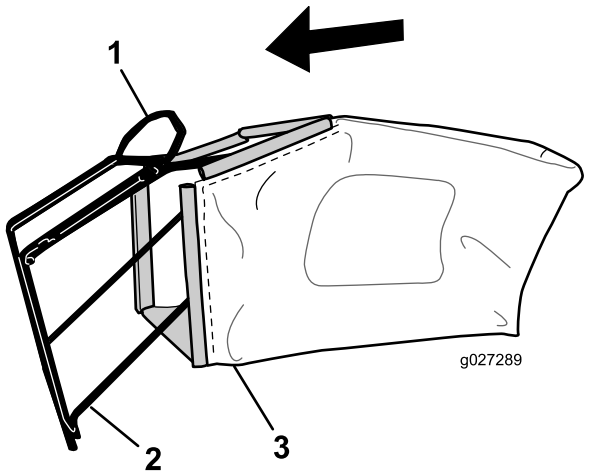

Rysunek 7
1. Nałóż worek na trawę wokół ramy w sposób pokazany na Rysunek 7
Informacja: Nie nakładaj worka na uchwyt (Rysunek 7).